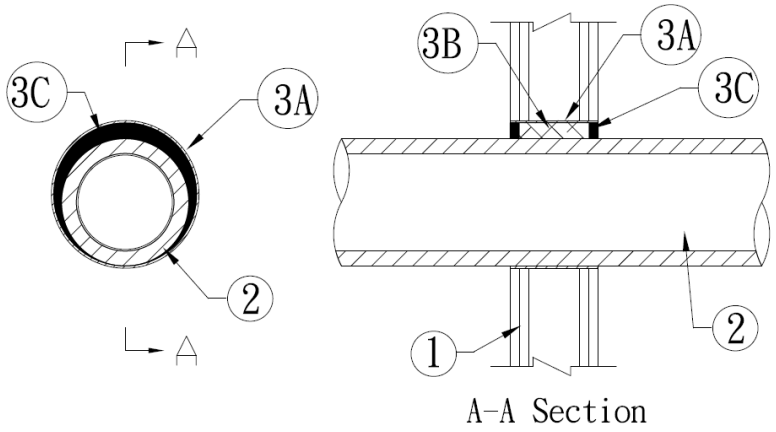

Figure 1. Through Penetration Firestop System
1. **SUPPORTING CONSTRUCTION:** Refer to Figure 1. Opening size shall be 4 in. larger than the OD of the uninsulated penetrating pipe. Create a round through-opening in a symmetrical, Code-conforming, 2 hour fire-rated wall assembly consisting of the min. construction features of one of the following options: